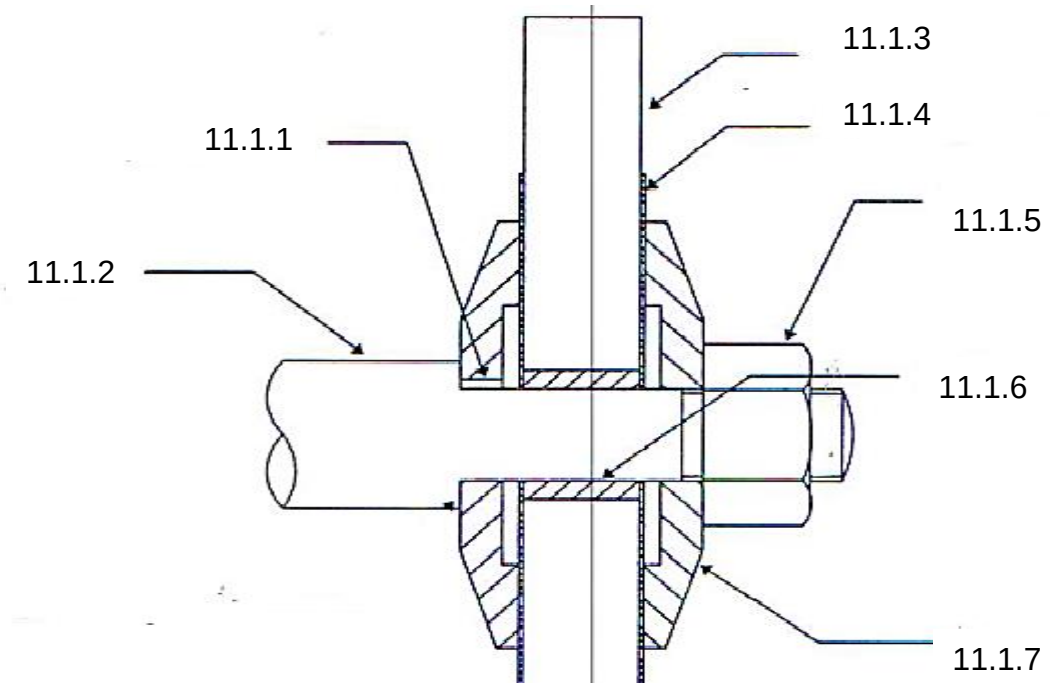

**FIGURE 2**
11.1 FIGURE 2 depicts a cross-section of a grinding machine. Name the parts (11.1.1–11.1.7) next to the question number in the ANSWER BOOK. (7)